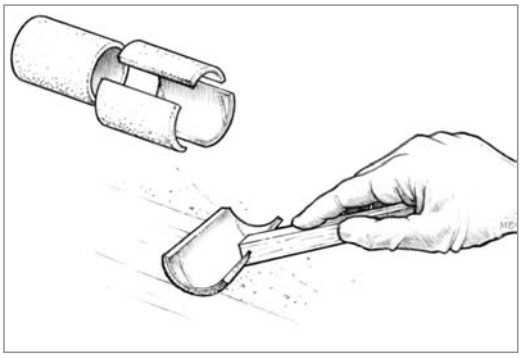

Figure 6-18 *Tip off the fresh coat of epoxy with the grain, using a foam roller brush to remove bubbles and roller marks.*
8. Drag a foam roller brush lightly over the fresh epoxy in long, even, overlapping strokes after each full batch is applied. Use enough pressure to smooth the stipple, but not enough to remove any of the coating *(Figure 6-18)*. Alternate the direction in which each coat is tipped off, 1st coat vertical, 2nd coat horizontal, 3rd coat vertical, etc. A WEST SYSTEM 800 Roller Cover can be cut into segments to make a tipping bush.